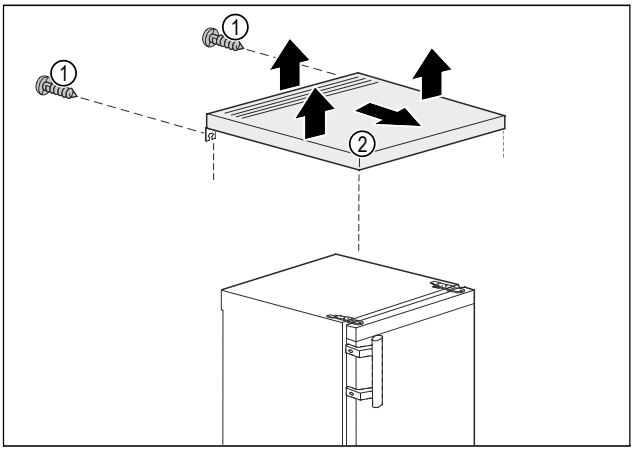

Fig. 3
▶ Ta bort skruvarna *Fig. 3 (1)* på baksidan.
▶ Lyft topplatta *Fig. 3 (2)* baktill.
▶ Skjut topplatta *Fig. 3 (2)* framåt.
▶ Lyft av topplatta *Fig. 3 (2)* uppåt.
▷ Topplatta *Fig. 3 (2)* har tagits bort.